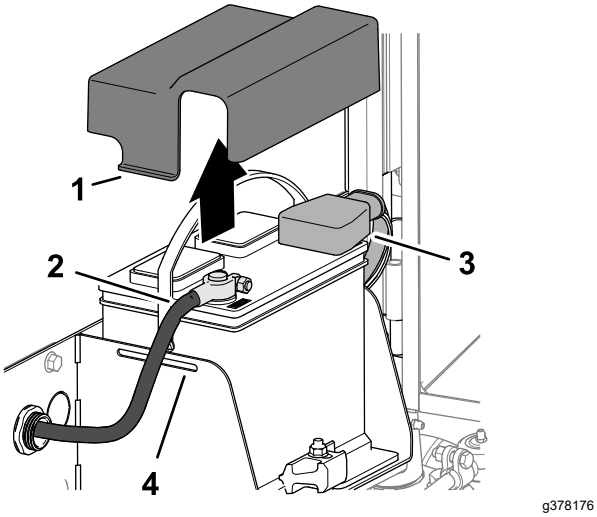

Figur 131
3. Klem siderne af batteridækslet sammen, og afmonter dækslet fra batteribakken (Figur 131).